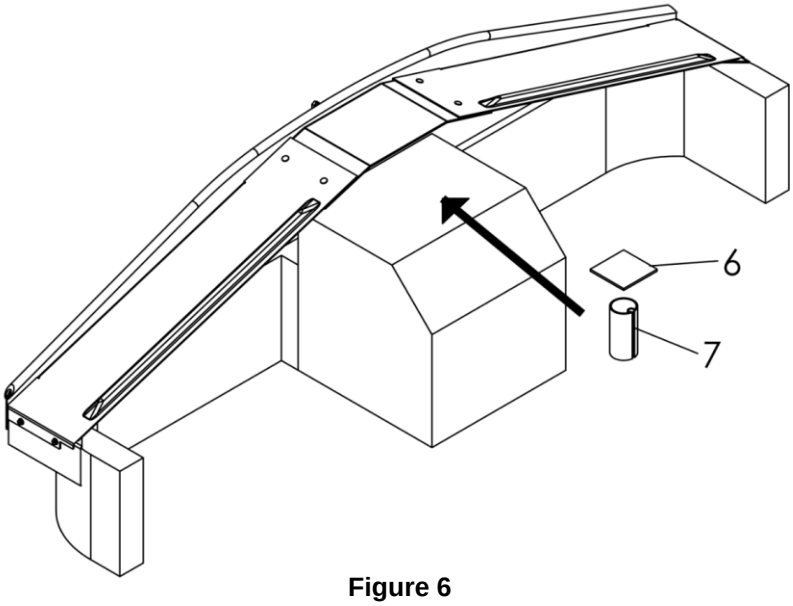

Figure 6
5. Cut the support rod (7) to the required length.
6. **Figure 6.** Weld the support (7) and the plate (6) on the cylinder cage